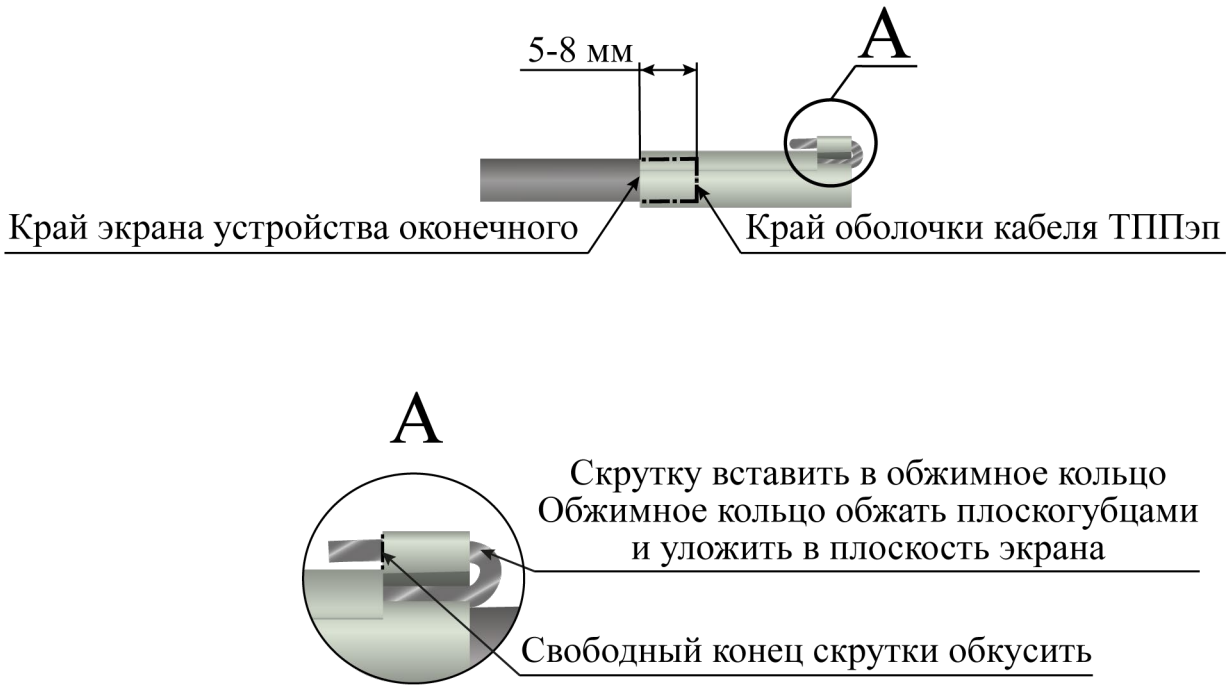

Рисунок 4.10
– скрутку экранного проводника и вывода резистора вставить в обжимное кольцо экрана устройства оконечного, продеть и обжать плоскогубцами. Свободный конец скрутки обкусить (рисунок 4.10);
– обжатое кольцо экрана устройства оконечного с помощью плоскогубцев прижать к плоскости экрана (рисунок 4.10);